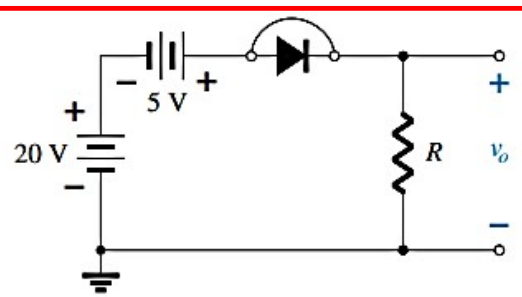

Fig. 11
- For v_i = 20 V (0 → T/2) the network of **Fig. 11** results. The diode is in the short-circuit state i.e. "ON", and